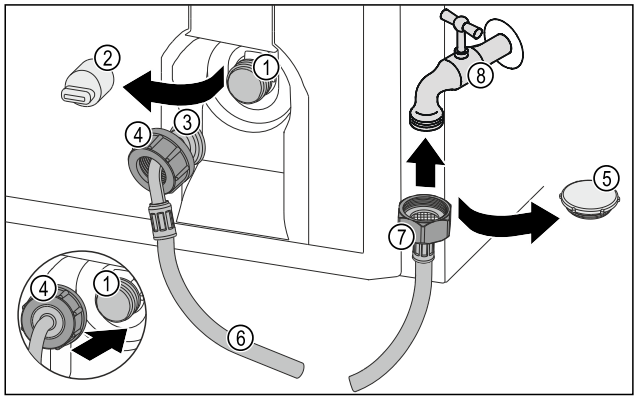

Fig. 27
- ▶ Remove the closure cap *Fig. 27 (5)*.
- ▶ Place the straight end of the hose *Fig. 27 (7)* on the tap *Fig. 27 (8)*.
- ▶ Tighten the nut at the straight end of the hose *Fig. 27 (7)* in a clockwise direction.